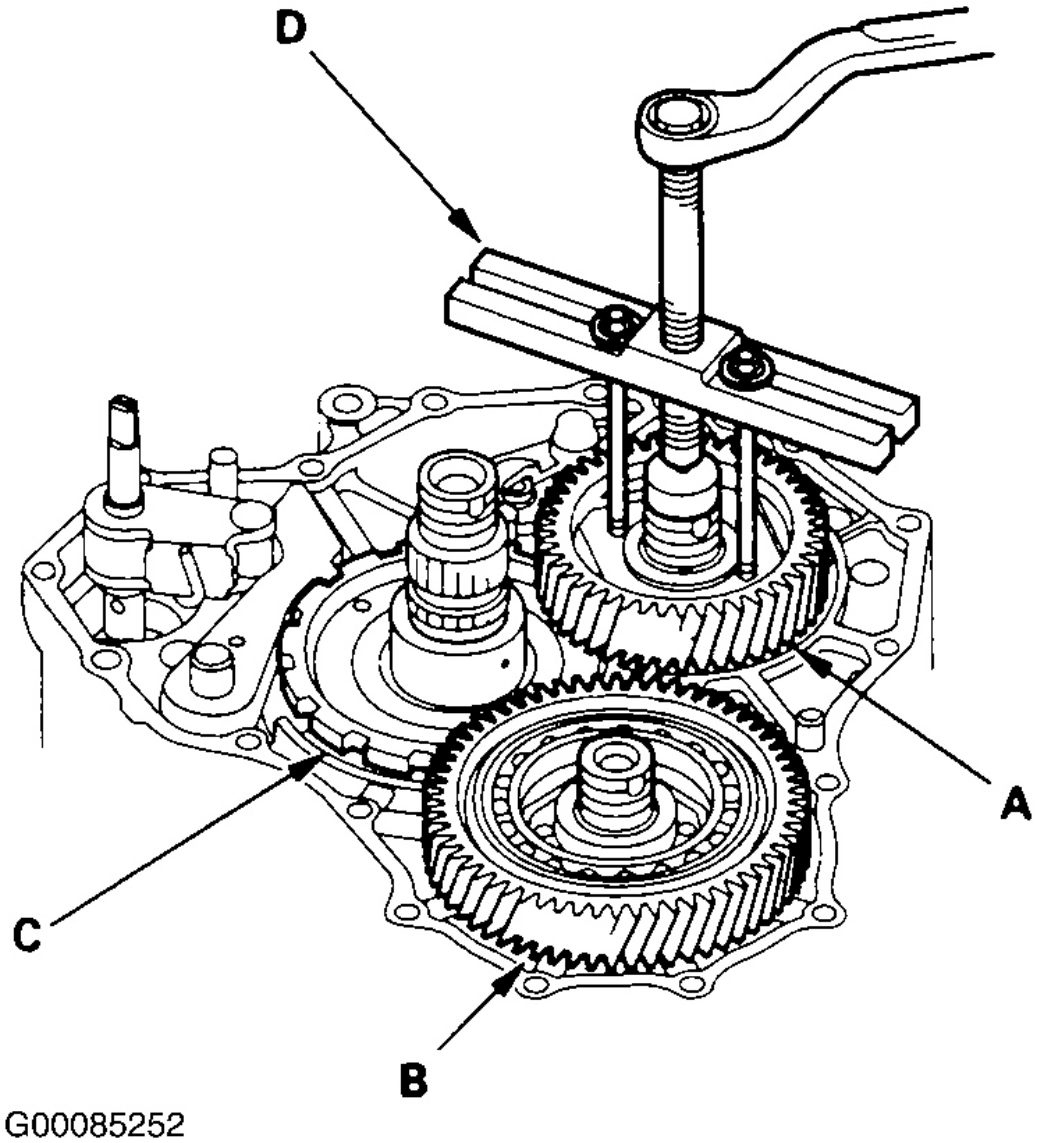

Fig. 6: Removing 3rd, Secondary & Park Gears
18. Remove the mainshaft 3rd gear (A), secondary shaft idler gear (B), and park gear (C) with a puller (D). See **Fig. 6** .